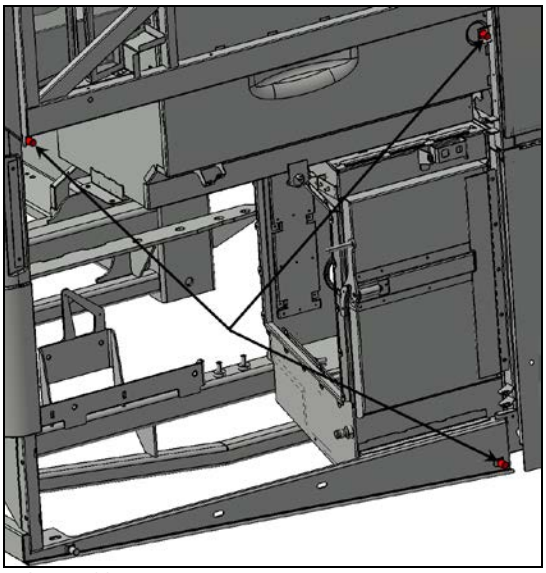
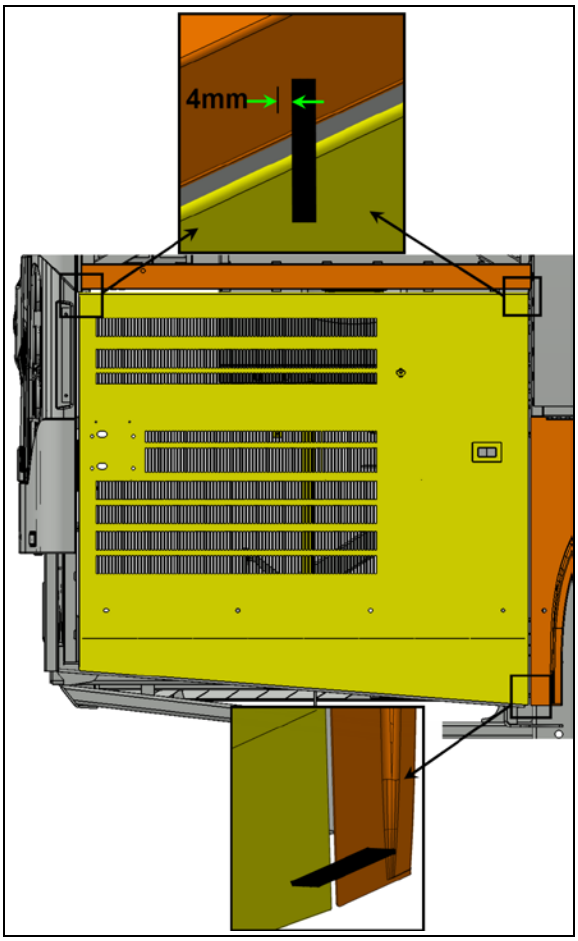

FIGURE 62:
FIGURE 63:
19. Visser ou dévisser les butées supérieures afin que la partie supérieure de la porte excède le panneau supérieur de 5/32" à 3/16" (4mm à 5mm) (Voir Figure 62: et Figure 63:).